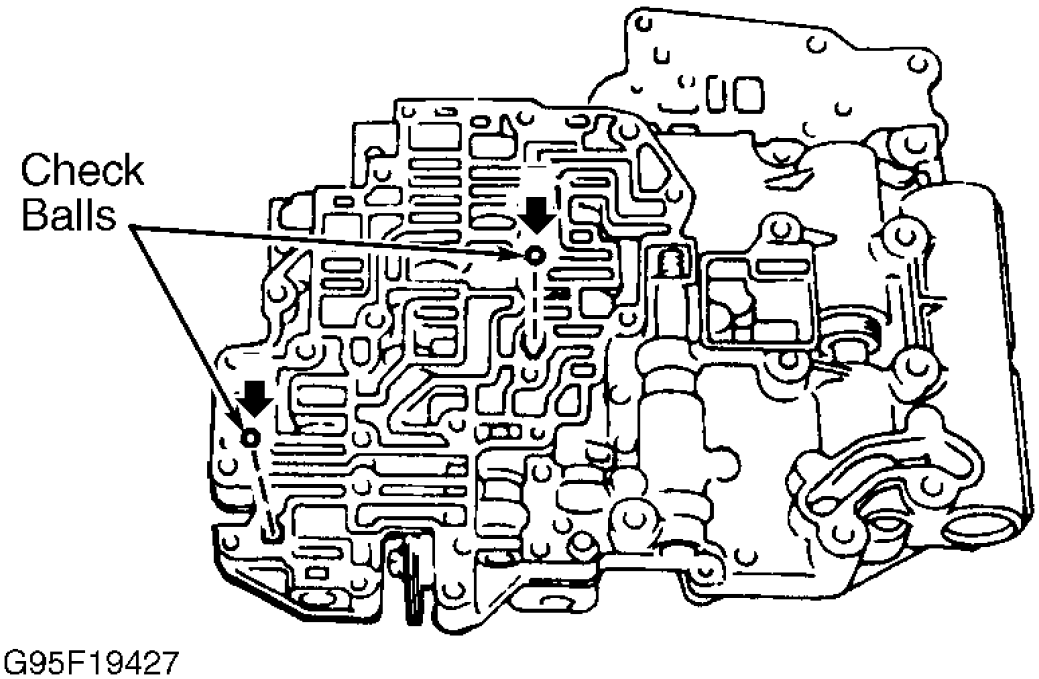

Fig. 40: Locating A-540E Lower Valve Body (Top) Check Balls
4. Install check balls into lower valve body (top). See **Fig. 40** . Install NEW lower valve body cover gaskets and No. 2 plate. Install lower valve body cover and finger tighten 12 bolts in valve body cover. Tighten bolts to specification. See **TORQUE SPECIFICATIONS** .